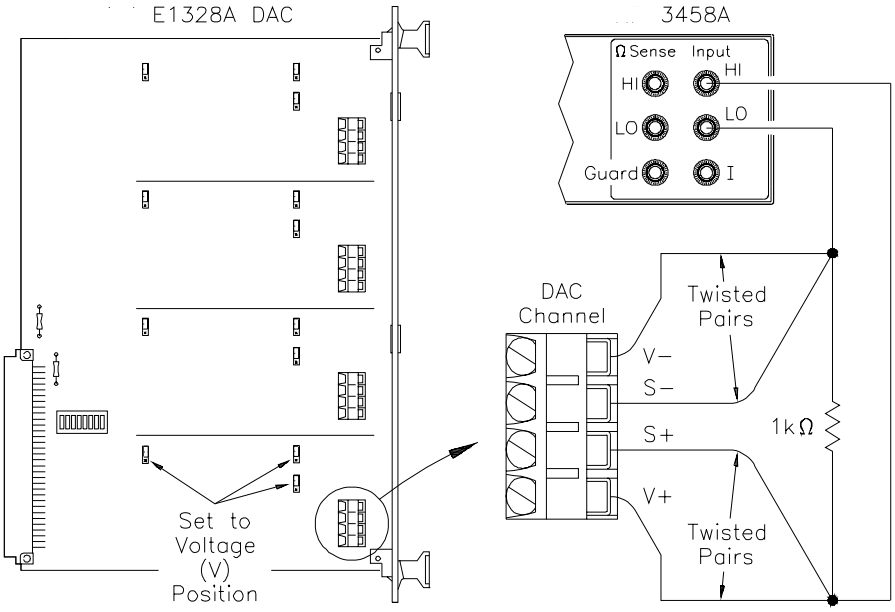

Figure 4-3. Voltage Accuracy Measurements Connections
Connect the equipment as shown in Figure 4-3. Be sure the three jumpers in each DAC channel are set to the V (voltage) position. Then, set the Agilent 3458A to DCV function and set NPLC 100.
The value of 1 kΩ in Figure 4-3 is the factory value used for original measurements. If you previously calibrated your DAC with a different resistance value, use that resistance value rather than 1 kΩ .
2. Connect Agilent 3458A and 1 kΩ resistor to Channel 1 (see Figure 4-3)